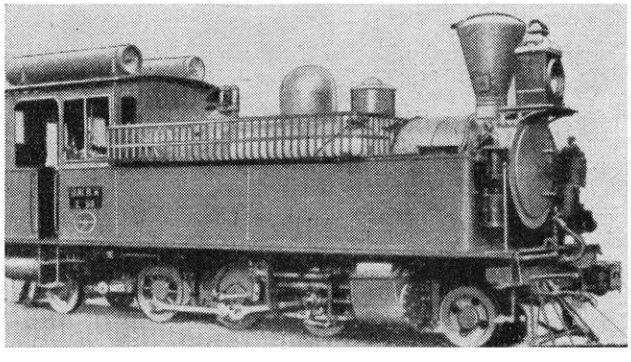
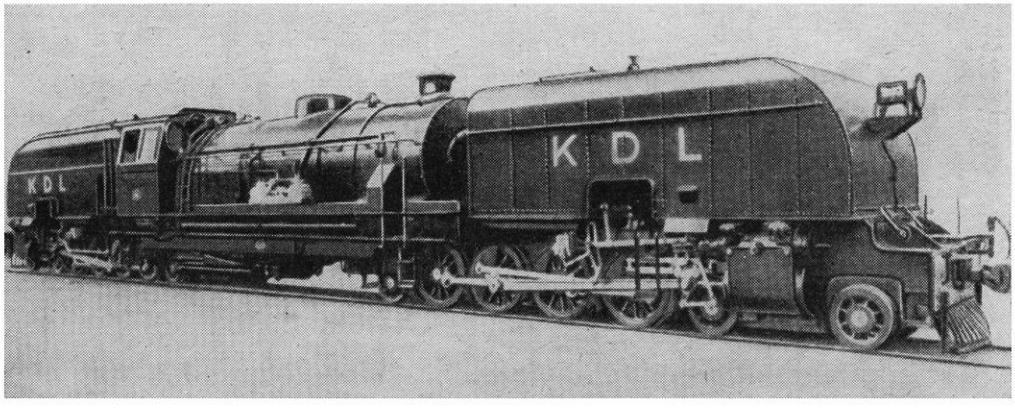
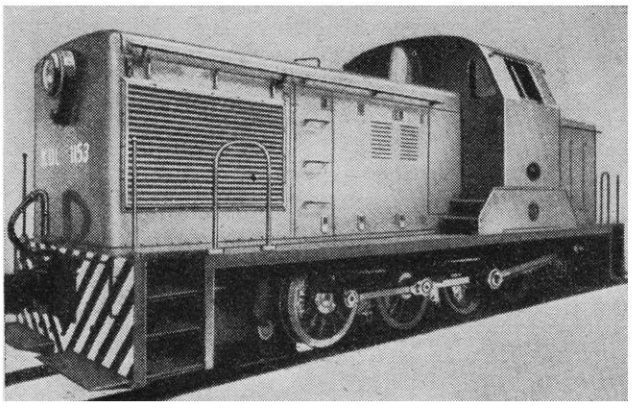

Bild 4 1'C'1 Tenderlokomotive für Holzfeuerung der Bas Kongo—Katanga-Bahn
Bild 5 2'D 1' — 1'D 2' Garratt-Lokomotive der Bas Kongo—Katanga-Bahn
Bild 6 Dieselhydraulische 750-PS-Lokomotive der Bas Kongo–Katanga-Bahn, gebaut von Franco Belge
Bild 4 zeigt eine 1'C 1'-Tenderlokomotive mit Holzfeuerung, wie sie damals verwendet wurde. Es zeigte sich jedoch bald, daß auf dieser eingleisigen Strecke stärkere Triebfahrzeuge eingesetzt werden mußten. Vor dem zweiten Weltkrieg wurden schwere 2'D 1'-1'D 2'-Garratt-Lokomotiven in Dienst gestellt (Bild 5). Dadurch, daß die USA nach dem zweiten Weltkrieg eine verschärfte Ausbeutung des Uranerzbergbaues zur Herstellung ihrer Atomwaffen vornahmen, stieg der Verkehr auf dieser Strecke besonders stark an. Nur ein zweigleisiger Ausbau und die Anlage von Ausweichstationen hätten es ermöglicht, daß die Bahn diesen Anforderungen gerecht geworden wäre. Die Kosten für dieses Vorhaben wären wegen des Gebirgsbahncharakters jedoch sehr hoch gewesen. Auch der Einsatz leistungsfähiger dieselhydraulischer 750-PS-Lokomotiven war nicht von großem Vorteil (Bild 6 und 7). So leitete man im Jahre 1948 Arbeiten zur Elektrifizierung der Strecke Kolwezi—Elisabethville in die Wege (340 km). Am 20. Oktober 1952 wurde der erste Teilabschnitt Tenke—Jadotville (94) km) dem Betrieb übergeben. Man wählte mit Rücksicht auf die vorhandenen Energiequellen der Minen das Stromsystem 50 Hz 22 kV. Anfangs waren acht Bo'-Bo' Elloks in Dienst (siehe auch Heft 4/1960, S. 96). Dieses war somit die erste elektrifizierte Strecke in Zentralafrika. Die Elektrifizierungsarbeiten wurden nach beiden Richtungen fortgesetzt und man erreichte im Jahre 1953 Kolwezi und 1956 Elisabethville. Es entstand damit eine zusammenhängende Strecke von 346 km Länge, die elektrisch betrieben wird. Dadurch wurde der teure Streckenausbau hinfällig.
Eine bekannte Form der Bogenbrücke ist der in Modellbahnanlagen beliebte Viadukt, den in ähnlicher Form schon die alten Römer verwendet haben, allerdings nicht für Eisenbahnen, so weit waren sie damals noch nicht. Aber sie benutzten diese Bauform als sogenannten Aquädukt an Stelle der heute üblichen Wasserleitungen. Eine solche Bauform läßt sich nicht mit Balkenbrücken in der Weise verbinden, wie es im Heft 11/1960 S. 292 dargestellt ist. Nicht nur, daß die Bogen des Viadukts im Scheitel enden, also die notwendige Gegenkraft fehlt, sondern es ist auch noch eine zusätzliche Scheitelbelastung vorhanden, die man normalerweise einer Bogenbrücke nicht zumuten würde (Bild 5). Solche Kombinationen von Balken- und Bogenbrücken sind zwar möglich, würden dann aber etwa so aussehen müssen, wie im Bild 6 dargestellt. Dabei nimmt ein kräftiger Endpfeiler den Schub des Widerlagers des letzten Bogens auf und dient gleichzeitig als Pfeiler für die ansschließende Balkenbrücke. Es ist aber meistens nicht notwendig, eine Bogenbrücke in eine Balkenbrücke übergehen zu lassen. Einen solchen Wechsel macht man nur dort, wo eine äußerst geringe Bauhöhe dazu zwingt, wenn z. B. eine Straße oder Bahn unter der Brücke durchgeführt werden soll oder wenn die Spannweite, also der Abstand der Pfeiler nicht ausreicht.